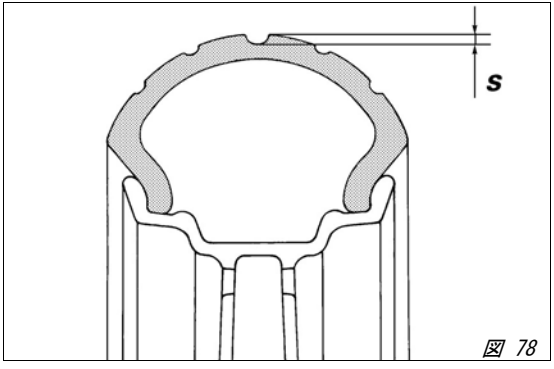

*図 78*
*タイヤのトレッド面が一番摩耗しているところ（S、図 78）で、溝の深さを測定して下さい。*